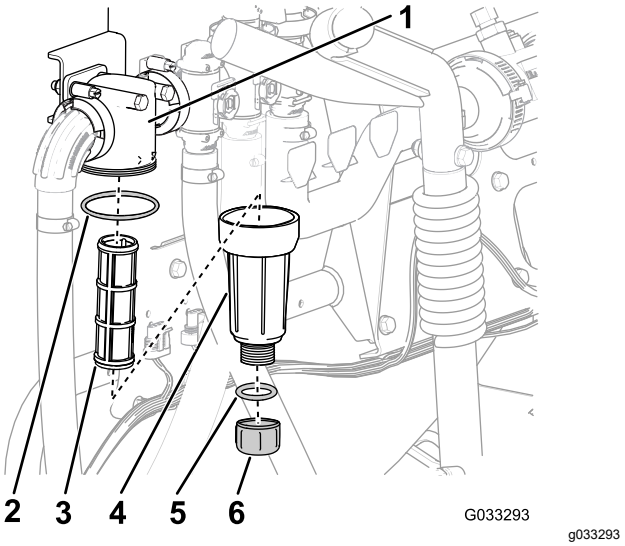

Figur 31
2. Placera ett kärl under tryckfiltret (Figur 31).
3. Vrid avtappningslocket motsols och ta bort det från tryckfiltrets skål (Figur 31).
4. Vrid skålen motsols och ta bort filterhuvudet (Figur 31).
5. Ta bort tryckfiltret (Figur 31).
7. Kontrollera att avtappningspluggens packning (sitter på insidan av skålen) och skålens packning (sitter på filterhuvudets insida) inte är slitna eller skadade (Figur 31).
8. Montera tryckfiltret i filterhuvudet (Figur 31).
9. Montera skålen på filterhuvudet och dra åt för hand (Figur 31).
10. Sätt på avtappningslocket på skruvförbindningen i skålens botten och skruva åt det för hand (Figur 31).